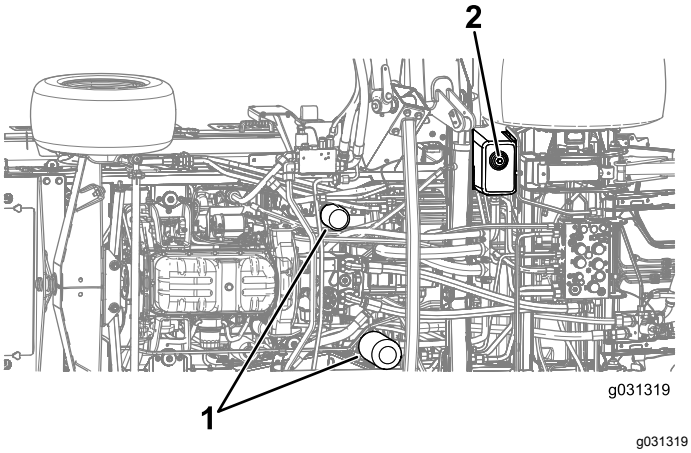

**Figur 135**
4. Fjern aftapningsproppen fra bunden af tanken, og lad hydraulikvæsken løbe ned i bakken (Figur 135).
7. Anbring en drænbakke under filteret, og afmonter filteret (Figur 135).